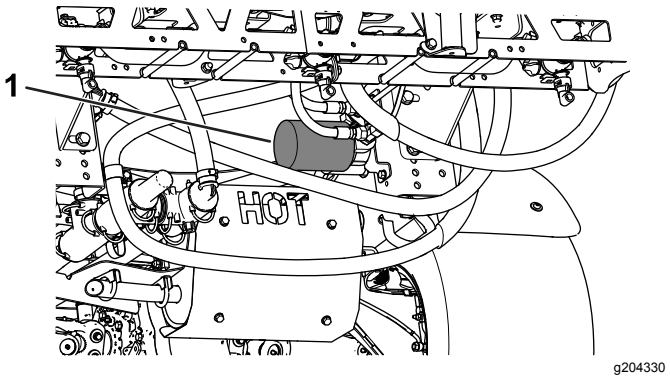

Figur 52
4. Ta bort filtret (Figur 52).